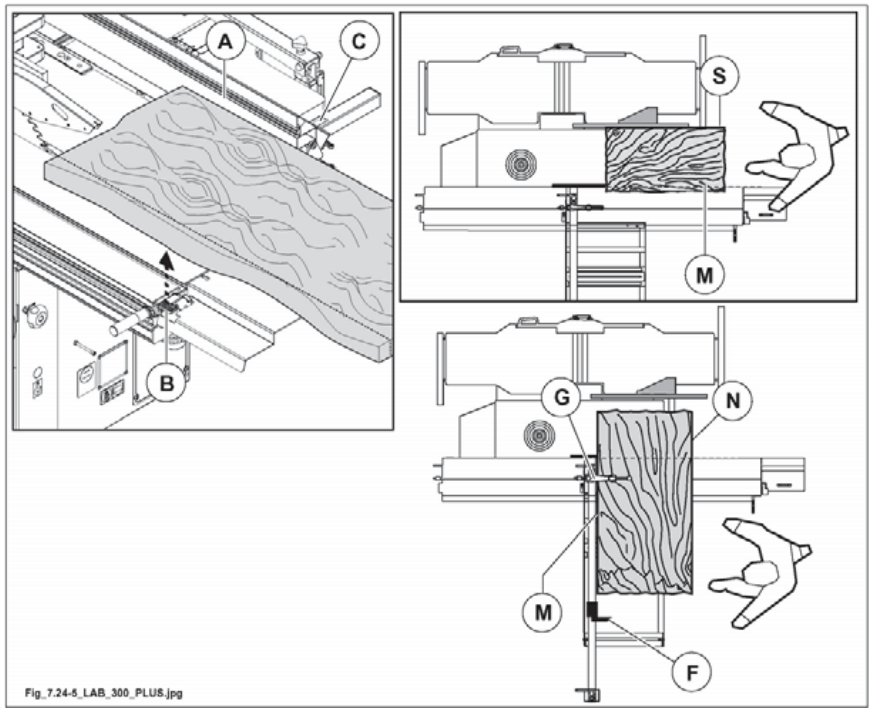

Abb. 7.24-5
Bei der Ausführung von Parallelschnitten die Führung (A Abb. 7.24-5). Bei der Positionierung und der Einstellung die Anweisungen von Kapitel 7.14.2 beachten.
Positionieren Sie den Waggonschlitten wie in (Abb. 7.24-5) gezeigt und blockieren Sie ihn mit dem Kugelgriff (B Abb. 7.24-5).
Die Positionierung des Werk-stückes gegen Parallelanschlag (A Abb. 7.24-5) erfolgt mit Bezug auf Skala (C Abb. 7.24-5).
- Besäumschnitt (S Abb. 7.24-5) wie in dem vorherigen Beispiel beschrieben vornehmen (1. Schnitt).
- Parallelschnitt (M Abb. 7.24-5) vornehmen durch Legen der besäumten Seite (S Abb. 7.24-5) gegen Alu-Anschlaglineal für Parallelschnitte auf dem gewünschten Mass.
- Platte um 90° drehen und die besäumte Plattenseite (M Abb. 7.24-5) gegen den Anschlag legen: siehe Abb.7.11.
- Platte durch Spannarm (G Abb. 7.24-5) festspannen, den dritten Schnitt vornehmen.
- Platte um 180° so drehen, dass Seite (N Abb. 7.24-5) gegen Anschlag (F Abb. 7.24-5), der auf das gewünschte Mass eingestellt ist, ist.
- Nach Festspannen der Platte durch Spannarm (G Abb. 7.24-5) den letzten Schnitt vornehmen.